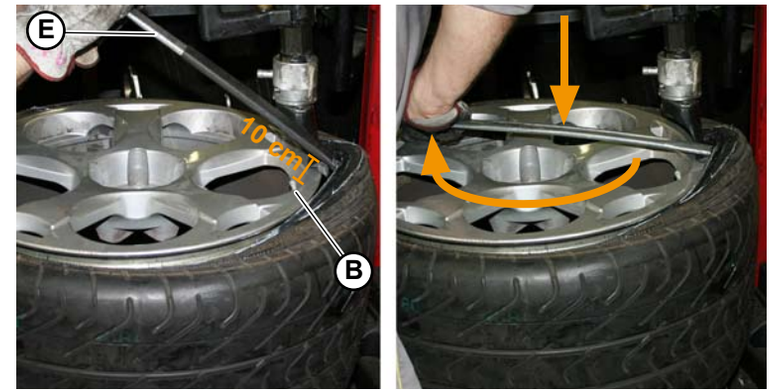

Fig.6
4. Insert the lever (**E-Fig.6**) between the rim and the tire, careful that the TPMS sensor (**B-Fig.6**) is positioned approximately 10 cm away from where the lever is inserted.
5. Press the lever downward (**Fig.6**) and activate the tire changer, rotating the wheel slightly more than 180°.